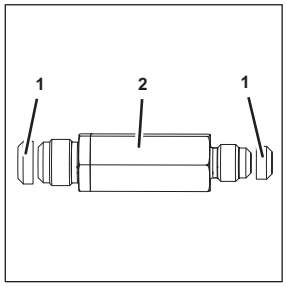

Fig. 71
3. Check the seals (Fig. 71/1) for damage.
Replace any damaged seals (Fig. 71/1).
4. Position the new non-return valve (Fig. 71/2) within the unit.